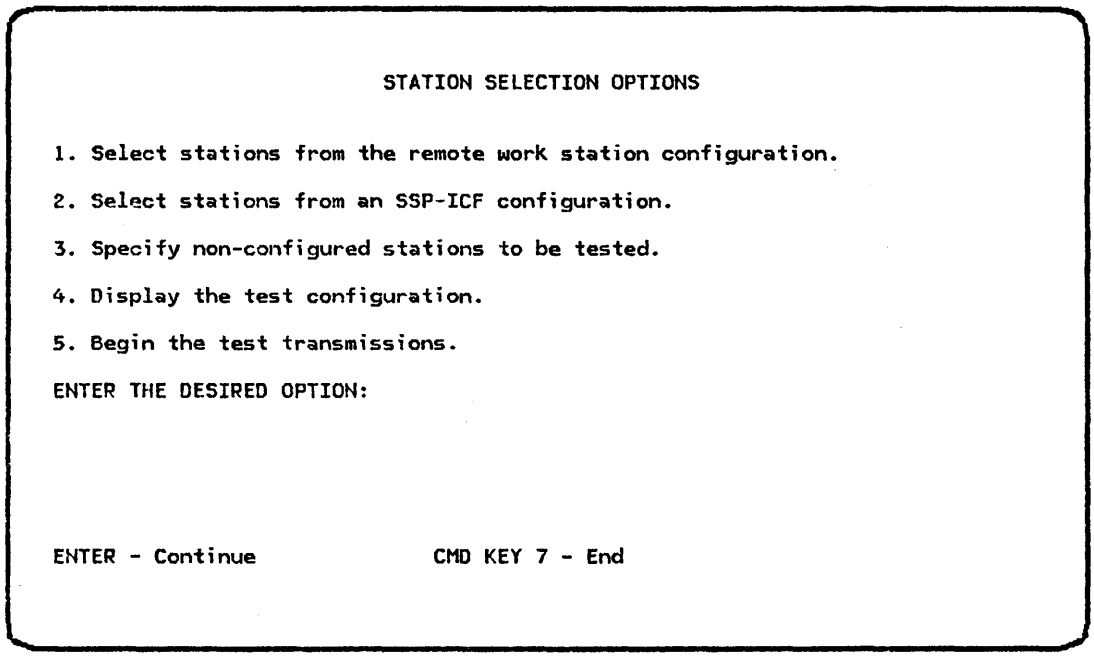

Figure 15-5. Station Selection Options Menu
You can select values for any of the prompts. After you complete your entries and press the Enter key, the screen shown in Figure 15-5 appears.
This screen allows you to select the remote control units you want to test. Enter the number of the locations in the underscore areas on the screen. In the sample screen, the operator decided to test control units 1 and 2. When you have filled in the correct information, press the Enter key to return to the Station Selection Options menu (Figure 15-5).
Enter the numbers of the locations in the underscore areas. For example, if you wanted to test LOC1 and LOC2, you would enter 1 and 2 above the first two underscores. Press the Enter key to return to the Station Selection Options menu (Figure 15-5).
If all the stations displayed on the screen are stations that you want to test, press the Enter key to return to the Station Selection Options menu (Figure 15-5). If you do not want to test one or more of the stations displayed, you must press command key 7 to end the procedure and enter STATEST again.